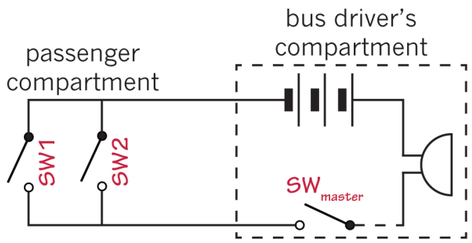

Figure 11: A circuit for passengers to tell the driver that they want to get off
Many buses have push switches for passengers to let the driver know they want to get off at the next stop. The circuit diagram might look like Figure 11. In this circuit diagram, there are two push switches for passengers. Any one of these switches can ring the bell next to the driver.
1. Copy Figure 11 and write SW1 and SW2 next to the two switches for the passengers.
The circuit in Figure 11 will work for the alarm system..
Hint: Look at Figure 11 again to see how dashed lines were used to show the part of the circuit in the bus driver's compartment. [2]